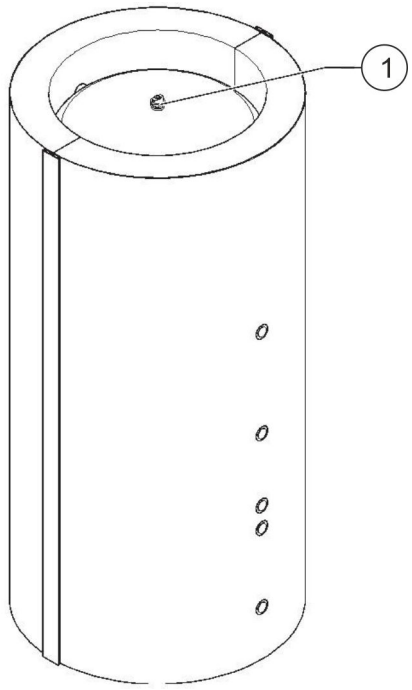

Abb. 8: Entlüftungsventil öffnen
1. Öffnen Sie das Entlüftungsventil (Abb. 8/1).